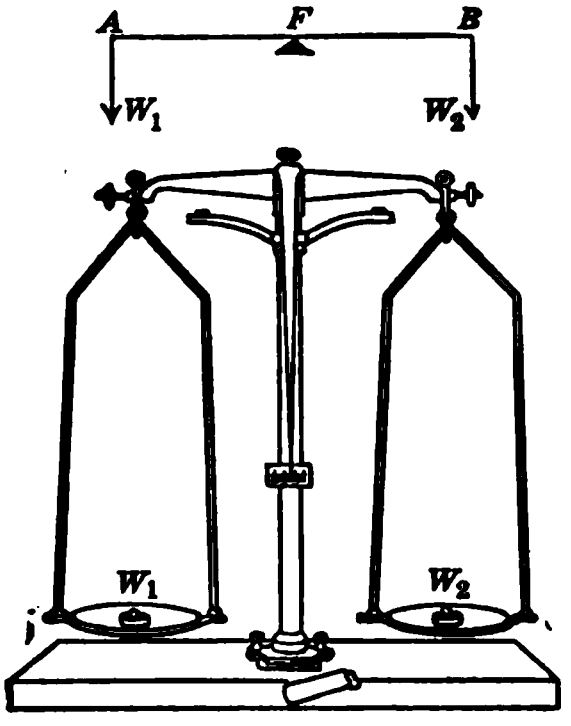

Fig. 11. A lever with equal arms and equal weights.
16. A lever with two equal weights. Doubtless the simplest machine is a lever, such as a seesaw or the scale beam of a platform balance or the walking beam of a steamboat. In the case of the balance (Fig. 11), the beam swings freely under the influence of the equal weights W_1 and W_2 only when the distance AF equals the distance BF. In general, *equal weights will balance only when placed at equal distances from the point of support.* In the technical language of physics, this point F about which the rigid bar turns is called the **fulcrum.** The fulcrum in a beam balance consists of a sharp hard support called a knife-edge, and each end of the beam carries a pan which is suspended from a knife-edge. These precautions are taken to minimize friction.